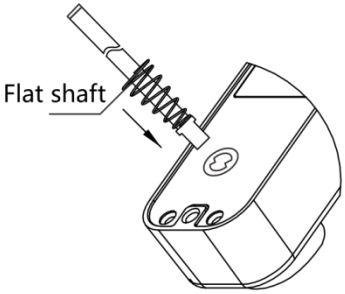

FIG7D
3) Führen Sie ein Ende des flachen Schafts mit der Verriegelungsfeder in die runde Öffnung des Frontplattenverschlusses ein (wie Abb. 7D)